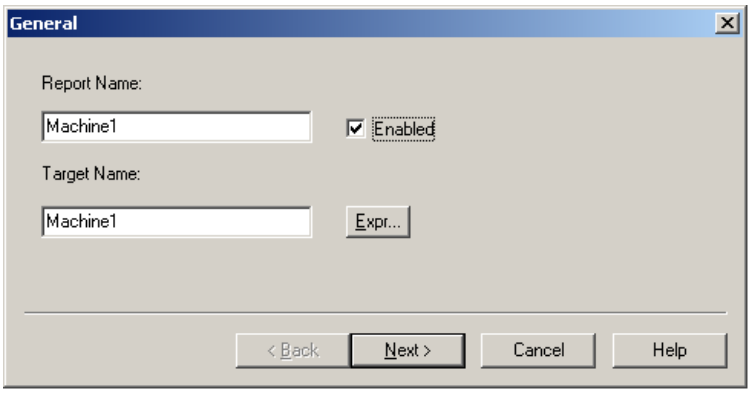

Figure L12.2 - General Report Properties
6. Also, check the "Enabled" checkbox, as depicted in Figure L12.2.